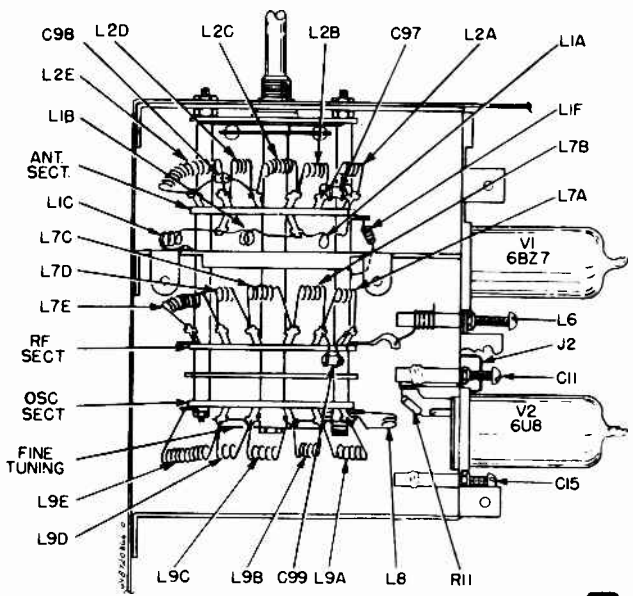
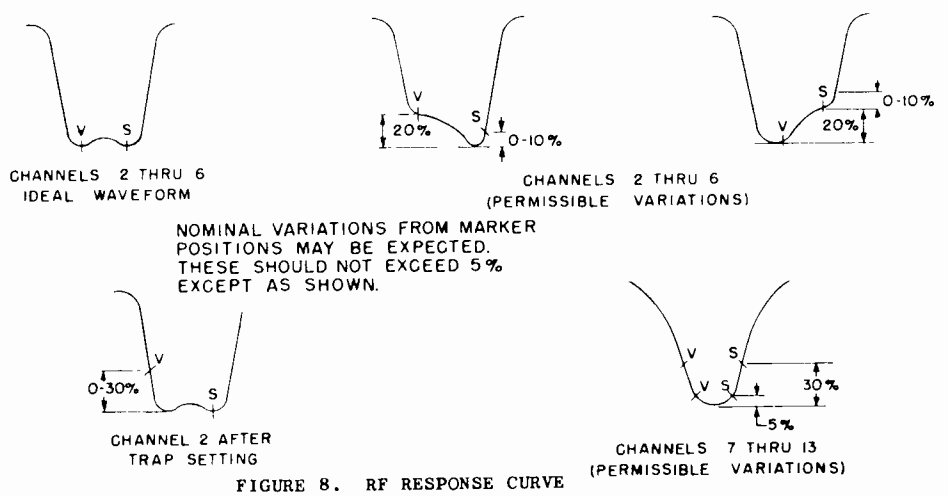

FIGURE 7. ANTENNA, RF & OSC LOCATIONS
FIGURE 8. RF RESPONSE CURVE
11. Move the generator and capacitor to jack J-2. See Figure 7. Short out R-11 (4700) located between the jack and the mixer grid.
4. Connect the oscilloscope, through a decoupling resistor of 47K ohms to jack J-2 in the grid circuit of the mixer tube V-2B. See Figure 7.
6. Refer to Figure 7 for the location of the trimmers and coils. The chart listed above gives the picture and sound carrier frequencies.
7. The antenna coils are tuned to the video carrier side and the RF coils are tuned to the sound carrier side. Figure 8 shows the shape of the curve which should appear on the oscilloscope.
10. Adjust ceramic trimmer, C-11, so that the video and sound markers appear on the response curve within the limits shown in Figure 8.
11. Move the station selector switch to channel 13, and set the generator to the center frequency of the channel (213 mc). Adjust the screw in coil L-6 for the proper response on channel 13 (see Figure 8).
13. Check channels 13 through 7 and compare the curves in Figure 8. It is important that the antenna primary coil (L-1F) is not changed. The wave shapes may be narrowed by reducing the inductance in the coil but the signal-to-noise ratio will be seriously affected.
15. Compress or spread the channel 6 antenna coil, L-2E, and RF coil, L-7E, to obtain the proper response. See Figure 7 for coil locations and Figure 8 for response curve. The antenna coil affects the video carrier and the RF coil affects the sound carrier.
3. Refer to Figure 7 for the locations of the trimmers and coils. The sound carrier frequencies may be obtained from the preceding chart.